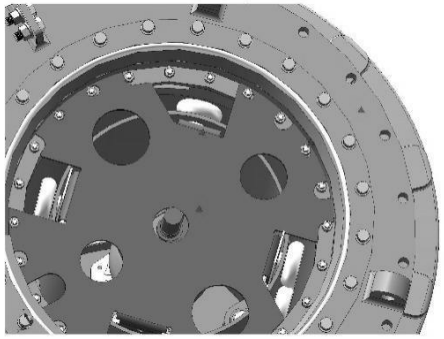

Рис. 27 Коррекционные метки
a. Метки ▲ (помечены краской) на опорной пластине выемной части контактора и на головке механизма переключения (Рис. 27) должны совпадать.
Клеммы (+) и (-) реверсора трёхфазного устройства с током ≤ 600А снабжены отверстием для под болт М10. Клемма К избирателя реверсивного типа является продолжением контакта избирателя (также имеются в отверстия под болт М10). Часть, выступающая из изоляционной плиты (см. рис. 27), служит неподвижным контактом реверсора.